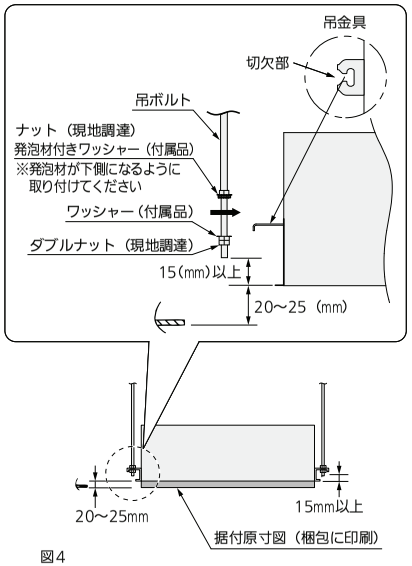

図4
※発泡材付きワッシャーは発泡材面を下側に取り付けてください。作業時に発泡材付きワッシャーを吊ボルトに保持することができます。下側のナットは図4のようにダブルナットを使用してください。
- 吊ボルトの長さは、図4のように吊金具下面から 15㎜ 以上隙間があくようにしてください。吊ボルトの長さが長いと、天井パネル・ルーバモーターカバーにあたり取り付けできません。